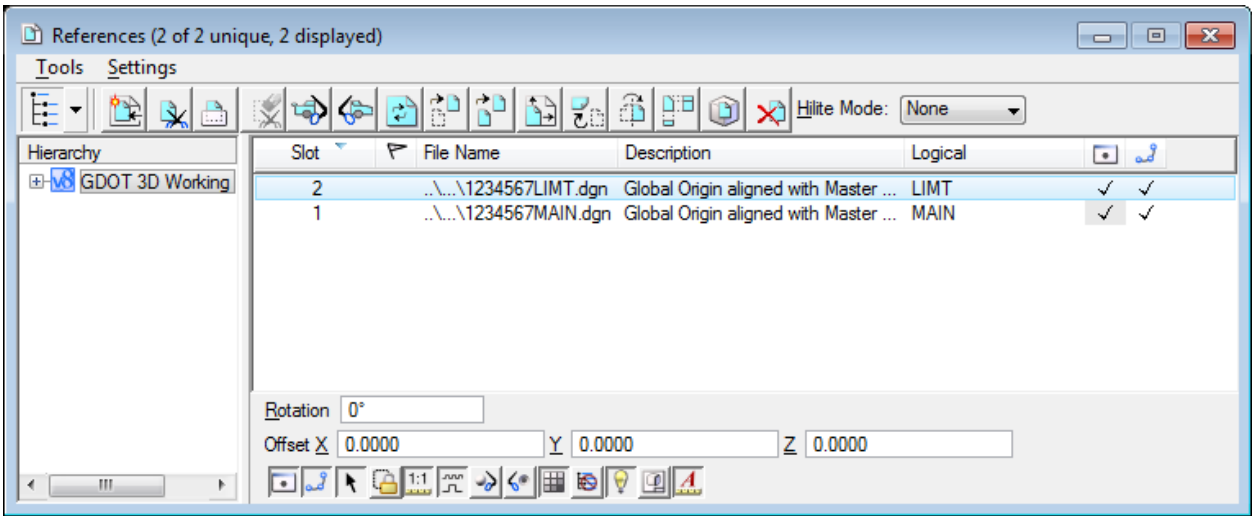

Figure L10-20 References Window
38.	**Detach the 1234567MAIN.dgn and 1234567LIMT.dgn Reference Files.** The **1234567MAIN.dgn** and **1234567LIMT.dgn** Reference Files will be detached in order to create the DGN file for the Ditches and Ditch Flow Arrows. • In MicroStation, select **File ► References**. The **References** Window opens as shown in *Figure L10-20*.